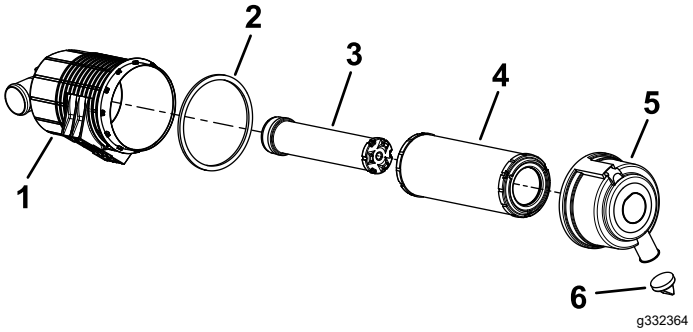

Figura 35
5. Faça a manutenção do filtro de ar e elemento de segurança quando for alertado (Figura 35).